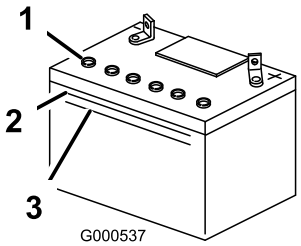

**Figur 43**
1. Titta på sidan av batteriet. Elektrolyten måste nå upp till den **övre** linjen (Figur 43). Låt inte elektrolyten sjunka under den nedre linjen (Figur 43).
3. Ta bort luftarlocken från batteriet (Figur 43).
4. Häll långsamt destillerat vatten i varje battericell tills elektrolytnivån når upp till batterilådans övre linje (Figur 43).
5. Vänta fem till tio minuter efter att battericellerna fyllts på. Häll destillerat vatten, om det behövs, i varje battericell tills elektrolytnivån är vid batterilådans övre linje (Figur 43).